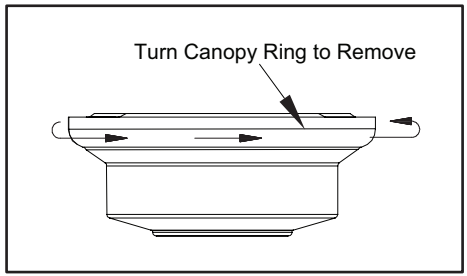

Figura 5
1. Retira el aro de la cubierta, girándolo en sentido contrario a las agujas del reloj hasta que se libere. (Figura 5)